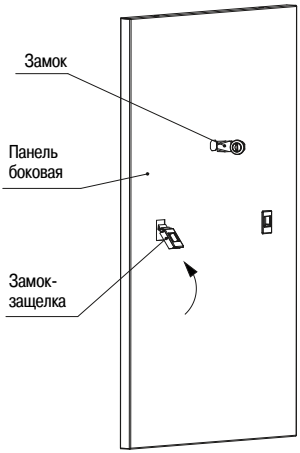

Рисунок 10 – Закрепление замка в панели боковой
3.3.1 Извлеките из третьего места панели боковые. Вставьте в прямоугольные отверстия панелей замки-защёлки. Вставьте в отверстие панелей замки, предварительно скрутив гайки. Проверьте правильность установки замков. При правильной установке язычки замков переводятся в положение «закрыто» сверху вниз. Закрепите замки на панелях гайками (рисунок 10).